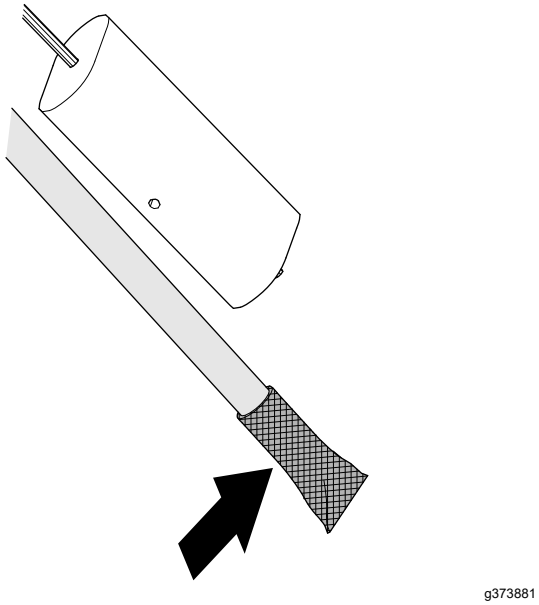

Figur 126
1. Rengør filteret for enden af brændstofsugeslangen (Figur 126).